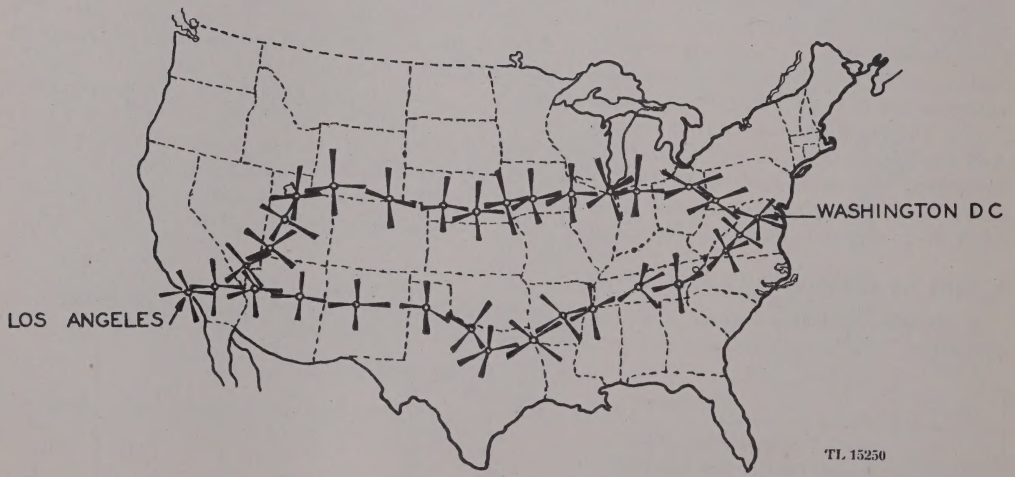

Figure 3. Typical airways in the United States.
(3) The A-N sequence is interrupted several times per minute and identifying signals are transmitted so that the pilot can identify the radio range in which he is flying. These radio range stations are about 200 miles apart, and their radiation patterns are arranged to fit into one another; figure 3 shows typical airways in the United States. An airplane leaving one zone is presumably able to pick up the next beacon and proceed from airport to airport by flying on the equisignal course. The aeronautical map carried by the pilot helps him to determine at all times whether he is flying toward or away from the beacon.